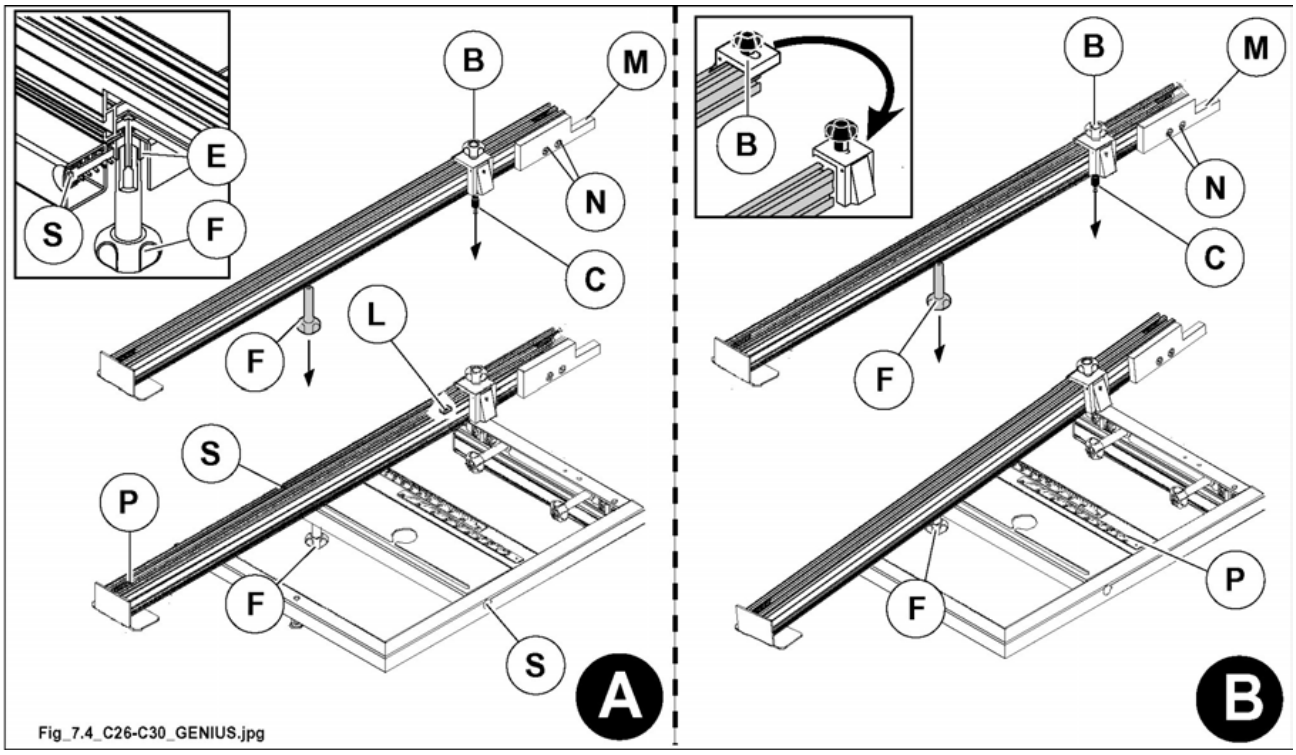

Fig. 7.4
- Position the ruler in such a way that the pin (C fig. 7.4) fits into place against the gib (L fig. 7.4). The gib (L fig. 7.4) is adjusted by our technicians and is used to rapidly position the ruler at the right distance from the saw blade (only at a 90° position).
- Position the ruler in such a way that the pin (E fig. 7.4) fits into place against the device (S fig. 7.4).
- Tighten the knob (F fig. 7.4).
- For use, position the ruler referring to the plate (P fig. 7.4).
When the chip guard (M fig. 7.4) is worn, bring it up to the saw blade by loosening the two screws (N fig. 7.4).
The rule is supplied with the stops (B fig. 7.4). These can be positioned quickly, for support or drive machining, by sliding them out from the rule and reassembling them on the opposite side.